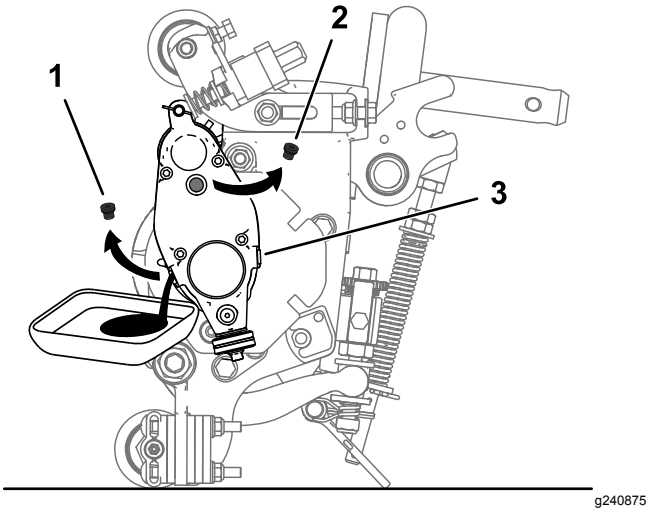

Figur 26
5. Luta klippenheten bakåt mot stödet tills dräneringsöppningen är längst ner så att all olja kan rinna ur (Figur 26).